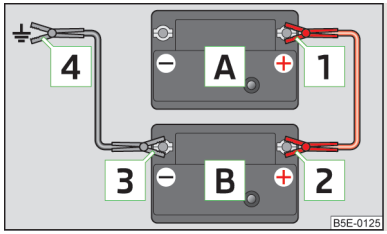

Fig. 184
- Attach clamp 1 to the positive terminal of the discharged battery A » Fig. 184.